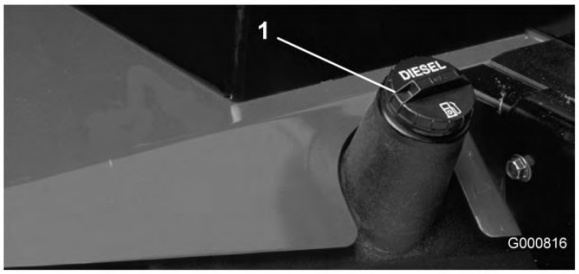

Figura 35
1. Retire a tampa do depósito de combustível (Figura 35).